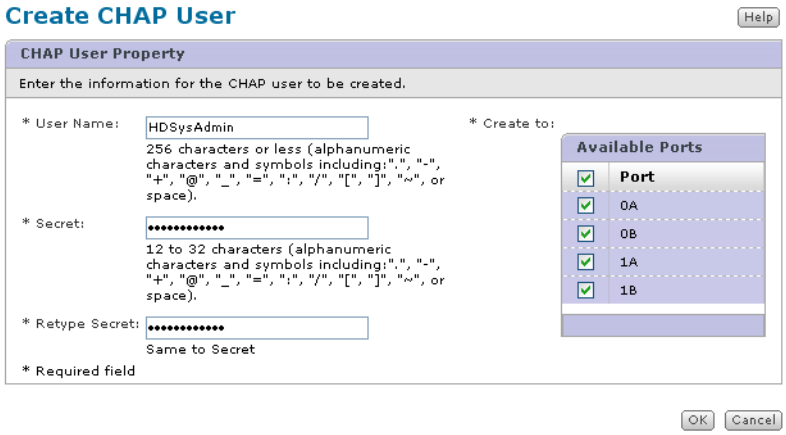

Figure 8-38: Create CHAP User Window
2. Click **Create CHAP User**. The Create CHAP User window appears as shown in Figure 8-38 on page 8-41.